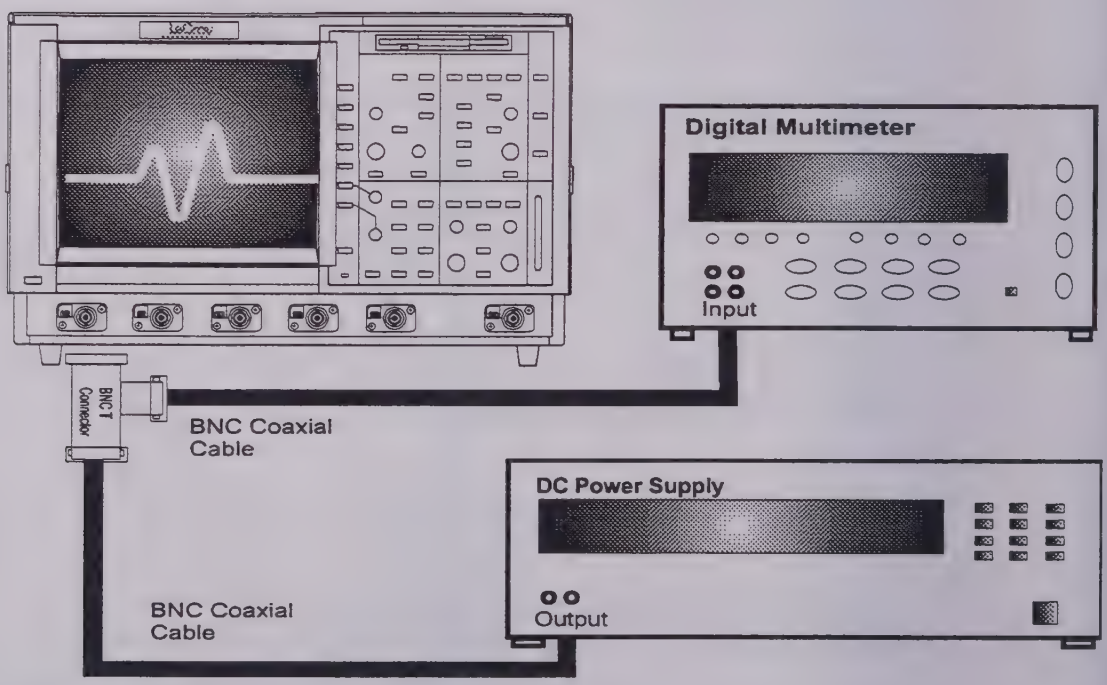

Figure 5-3 : DC 50Ω Accuracy Equipment Setup for 1 V/div.
- For the range 1 V/div no attenuator is required, connect the test equipment as shown in Figure 5-3.